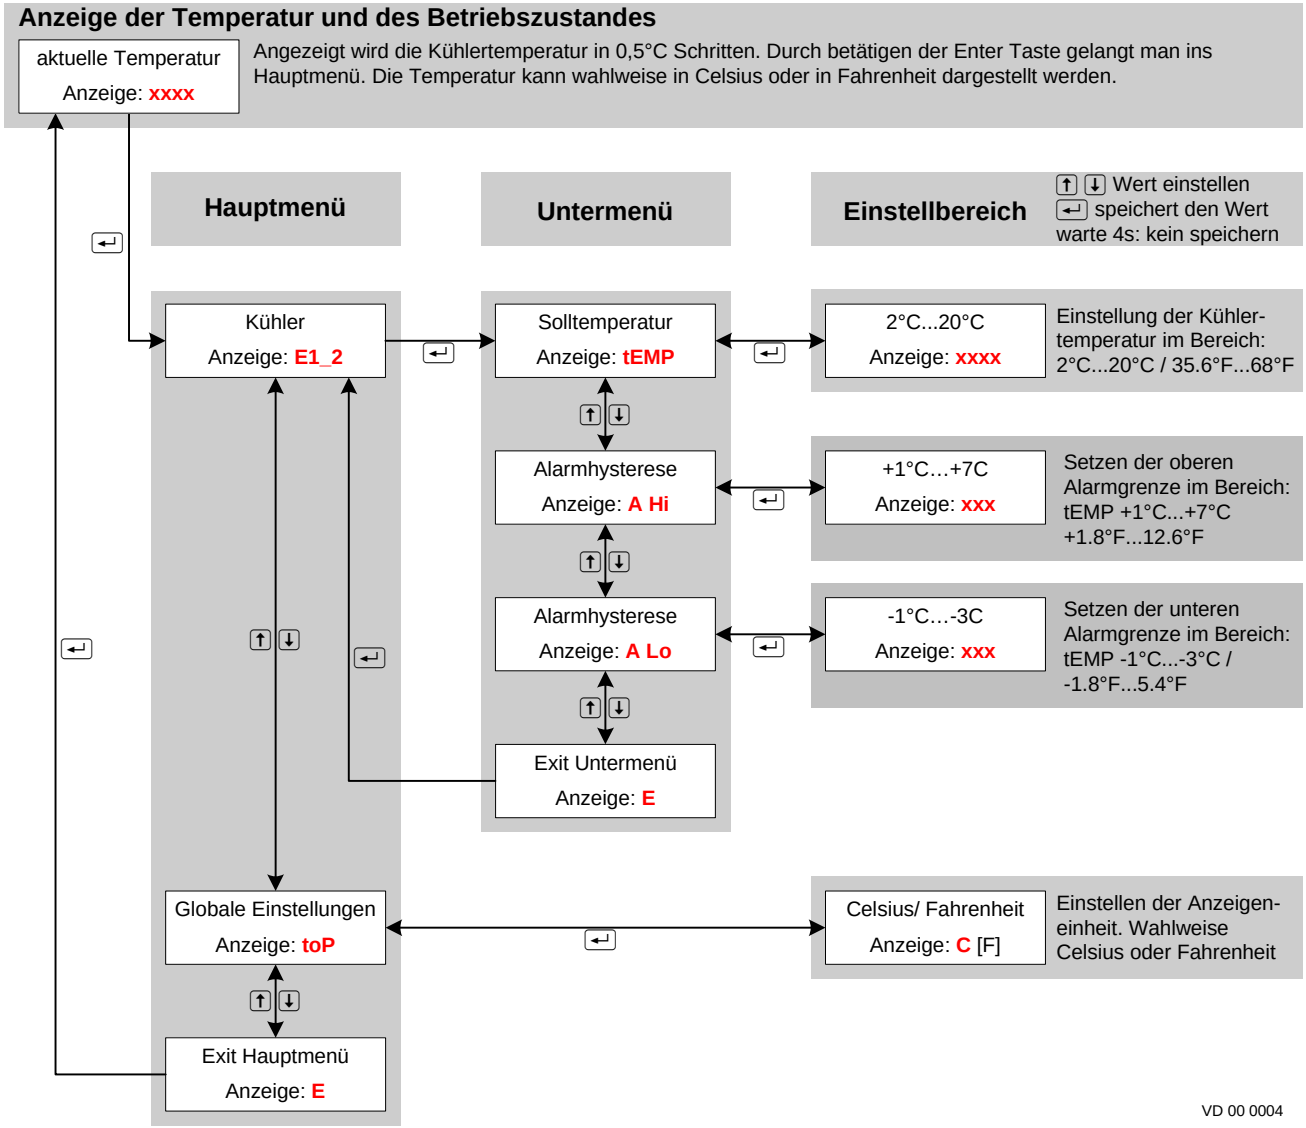

Abb. 1: Übersicht über die Menüführung
- Man navigiert mit den Tasten [↑] [↓] gemäß Abb. 1 durch das Hauptmenü.